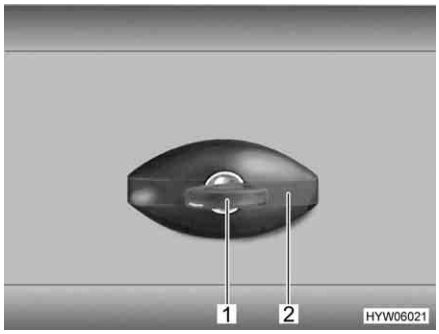

Fig. 34 Flap lock, elliptical-shaped, closed
- Insert key into locking cylinder (Fig. 34,1) and turn a quarter turn in an anticlockwise direction. The lock handle (Fig. 34,2) snaps out.